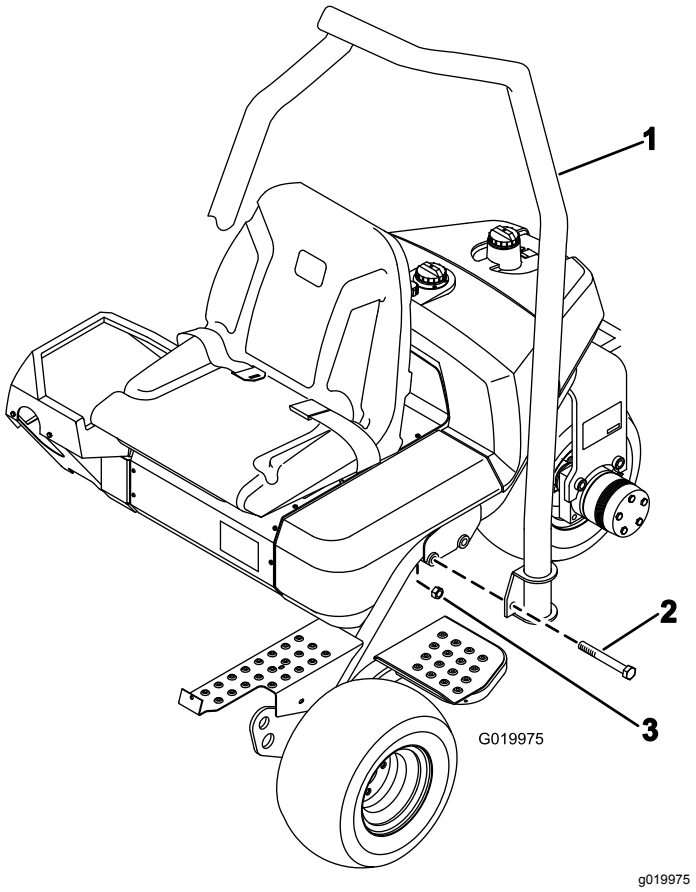

Figuur 7
1. Plaats de rolbeugel zo dat de bovenkant van de buis naar de voorkant van de machine wijst (Figuur 7).
2. Laat de rolbeugel op het frame zakken en zorg ervoor dat de montage-openingen uitgelijnd zijn (Figuur 7).
3. Bevestig de uiteinden van de rolbeugel aan het frame met 2 bouten (⅝" x 4½") en borgmoeren zoals afgebeeld in Figuur 7.